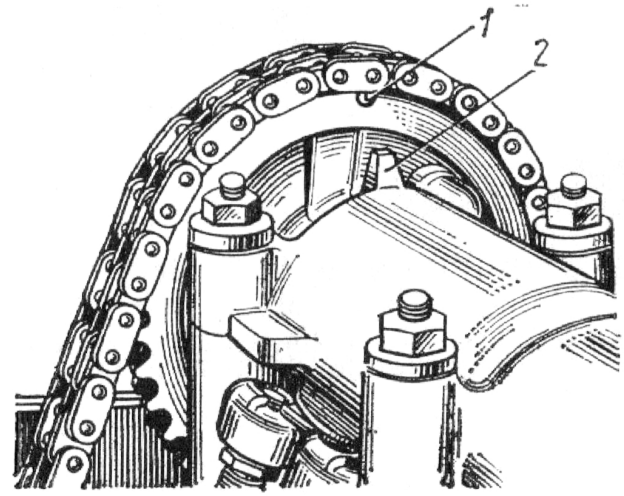

Bild 42. Einstellen des Kolbens des 4. Zylinders in OT-Stellung am Ende des Verdichtungstaktes für Motor 2106-70:
2. Kurbelwelle * im Uhrzeigersinn drehen und Einstellmarke *1* (Bild 42)